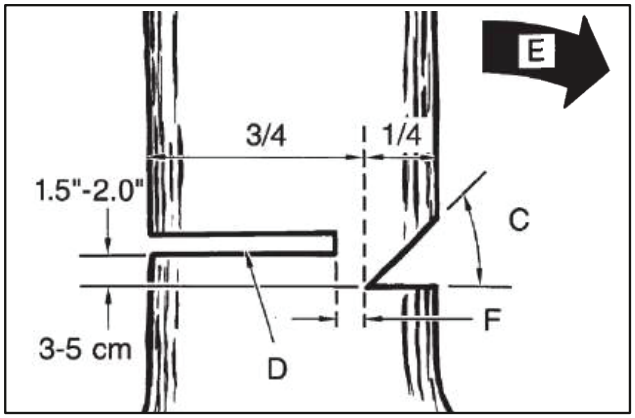

Рис. 11Б
Сделайте запил (D) с другой стороны дерева на 3-5 см выше края метки (F) (рис. 11Б).